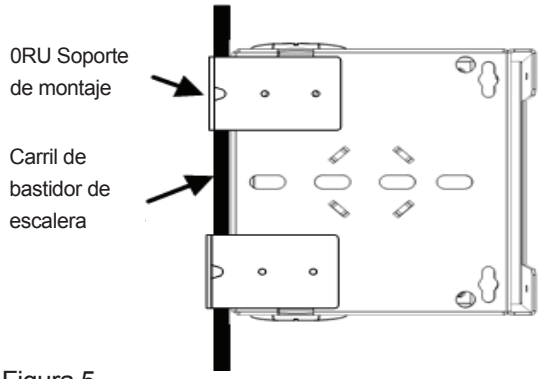

Figura 5
3) Cuelgue la unidad ensamblad sobre la escalera latera del riel como se muestra en la Figura 5.